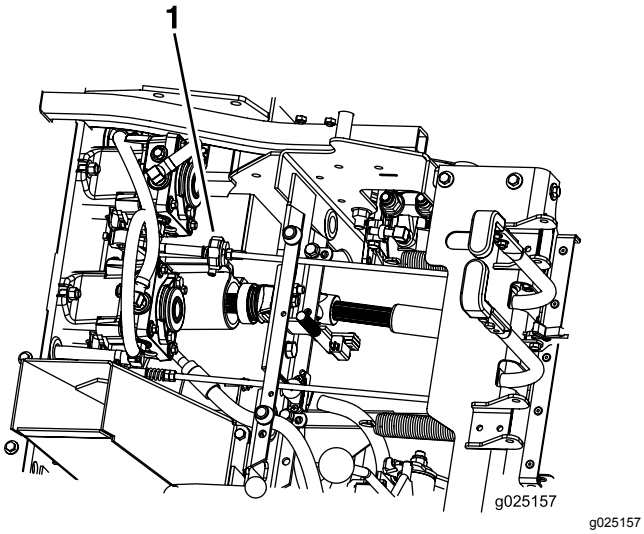

Figur 52
7. Kontroller og sørg for, at maskinen ikke kryber i neutral, mens parkeringsbremserne er udkoblede (Figur 52).